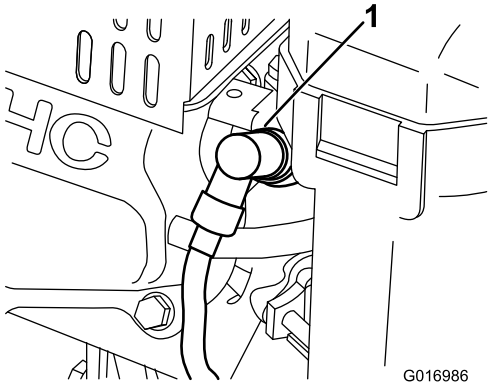

Figuur 27
1. Trek de bougiekabel los van de bougie (Figuur 27).